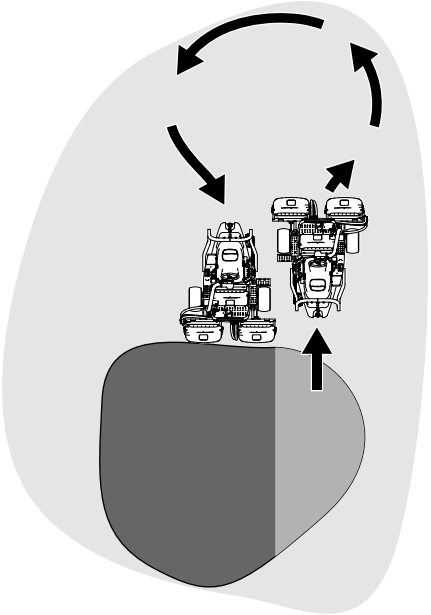

**Figuur 22**
6. U kunt de werktijd bekorten en de machine eenvoudig voor de volgende maaibaan opstellen door de machine een ogenblik in de tegenovergestelde richting te draaien en daarna in de richting van het ongemaaide deel; maak een druppelvormige bocht (Figuur 22) om snel in positie te komen voor uw volgende werkgang.